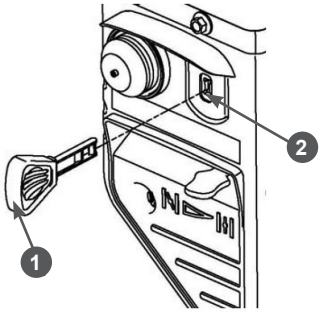

**Рис. 32 Установка ключа выключателя зажигания**
5. Вставьте ключ 1 в гнездо 2 выключателя зажигания (Рис. 32).
При возникновении аварийной ситуации, для экстренной остановки двигателя извлеките ключ из гнезда выключателя зажигания (Рис. 32).
6. Извлеките ключ из гнезда выключателя зажигания (Рис. 32).